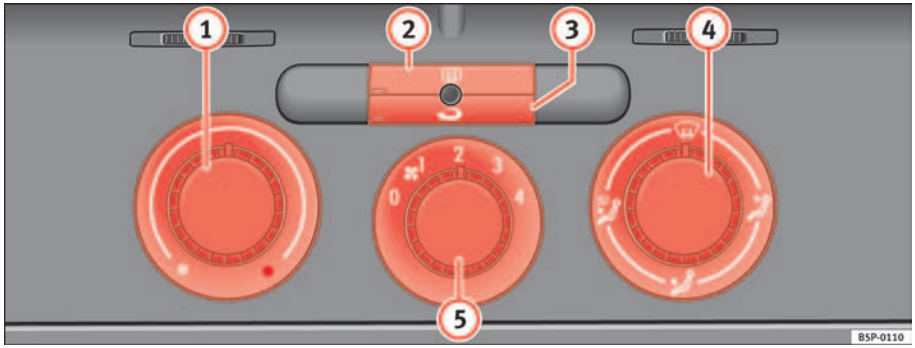

Fig. 122 On the dash panel: Heater controls
– Using the controls ⇒ fig. 122 (1) and (4) and the control (5) you can set the temperature, air distribution and the air flow.
– To switch a function on or off, press the appropriate button (2) or (3). When the function is activated, the display window in the lower left of the button is lit.